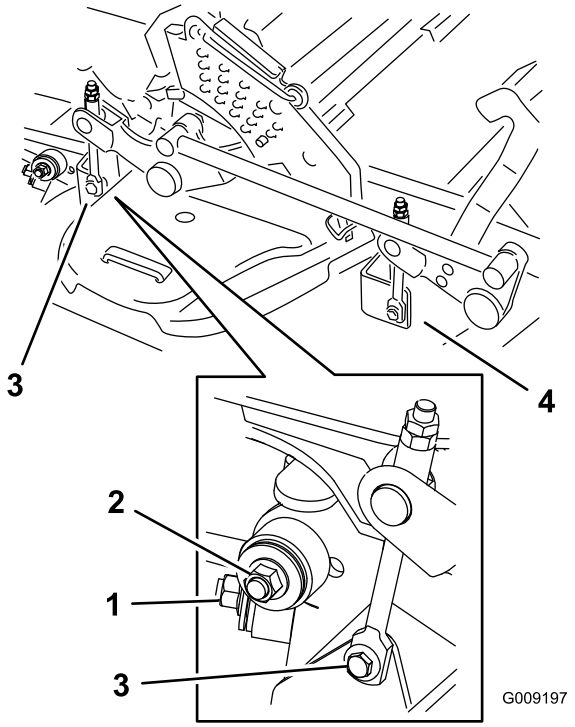

Figur 96
8. Fjern monteringsboltene/-møtrikkerne på begge sider af skjoldet som vist i Figur 96, og læg dem til side.